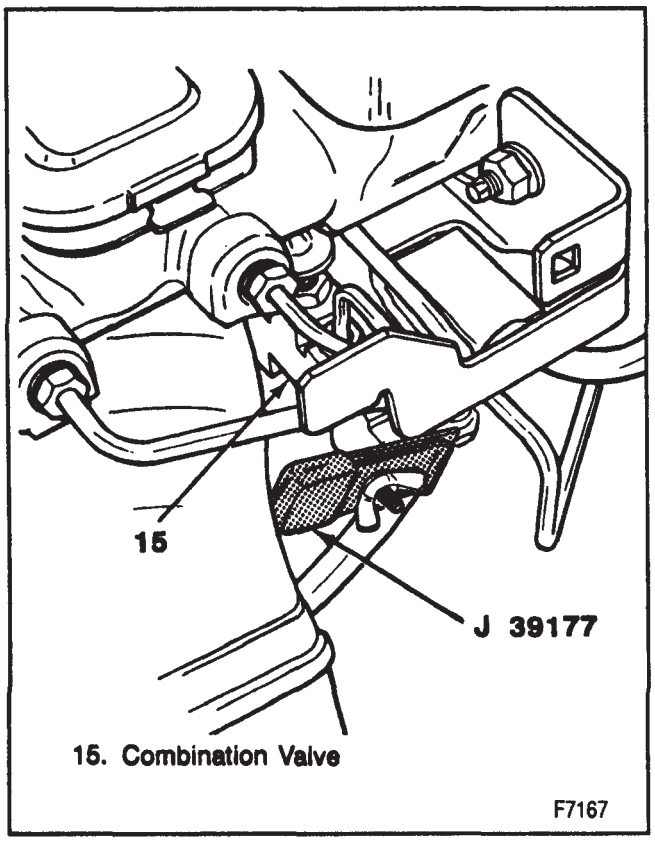

Figure 31—Combination Valve Pressure Bleeding Tool
4. J 39177 on the combination valve (figure 31).
- Close the left internal bleed valve (A).